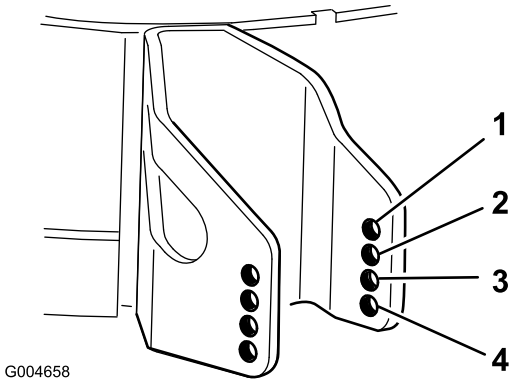

Figur 23
4. Vælg et hul, så antiskalperingsrullen er placeret ved den nærmeste ønskede klippehøjde (Figur 23).